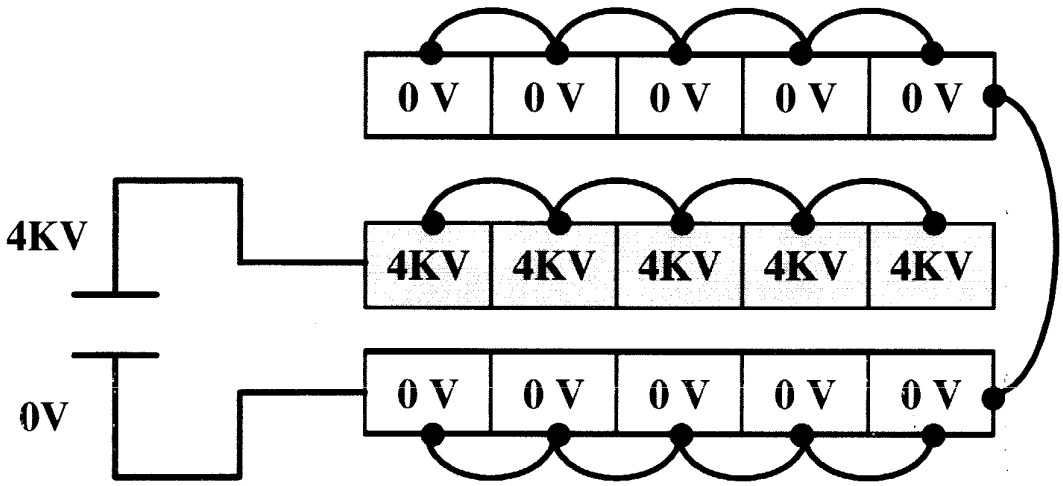

Figure 7.4-A
7.4 Hipot Correction Coil Busses to 4 KV as shown in Figure 7.4-A and 7.4-B. Max Leakage is 2 μA.